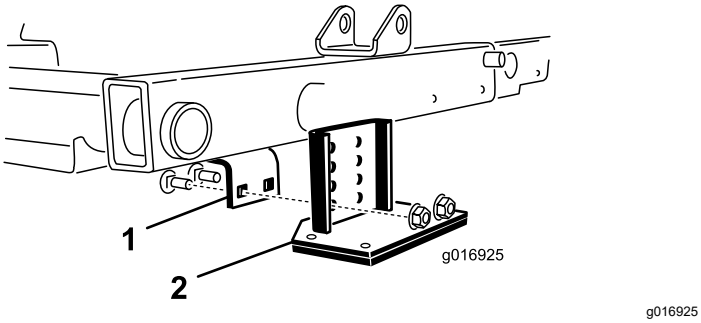

Rysunek 30
2. Zlokalizuj uchwyt na ramie powyżej centralnej jednostki tnącej (Rysunek 30).
3. Naciskając w dół przednią rolkę centralnej jednostki tnącej ustal, które otwory we wsporniku odchylania pasują do otworów w uchwycie na ramie, dzięki czemu po zamontowaniu wspornika odchylania zachowany zostanie ten sam punkt kontaktu z rolką (Rysunek 30).
4. Opuść jednostki tnące i przykręć do ramy wspornik odchylania za pomocą 2 śrub zamkowych i 2 nakrętek dostarczonych w zestawie (Rysunek 30).